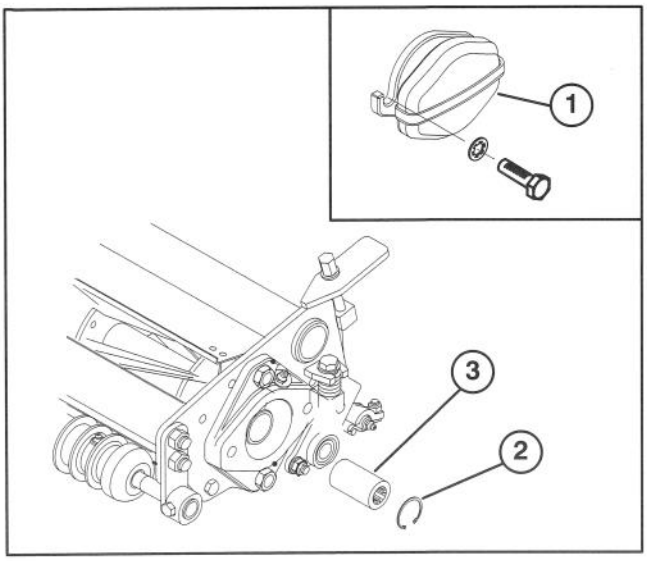

Figure 6
INSTALL CUTTING UNITS (Fig. 6–8)
A. Remove (2) capscrews and lockwashers securing counter weight to right end of cutting unit. Remove counter weight (Fig. 6, inset).